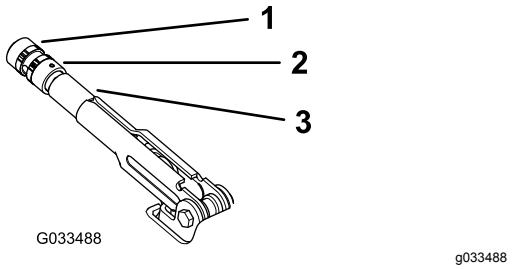

**Rysunek 64**
2. Poluzuj śrubę ustalającą mocującą gałkę do dźwigni hamulca postojowego (Rysunek 64).